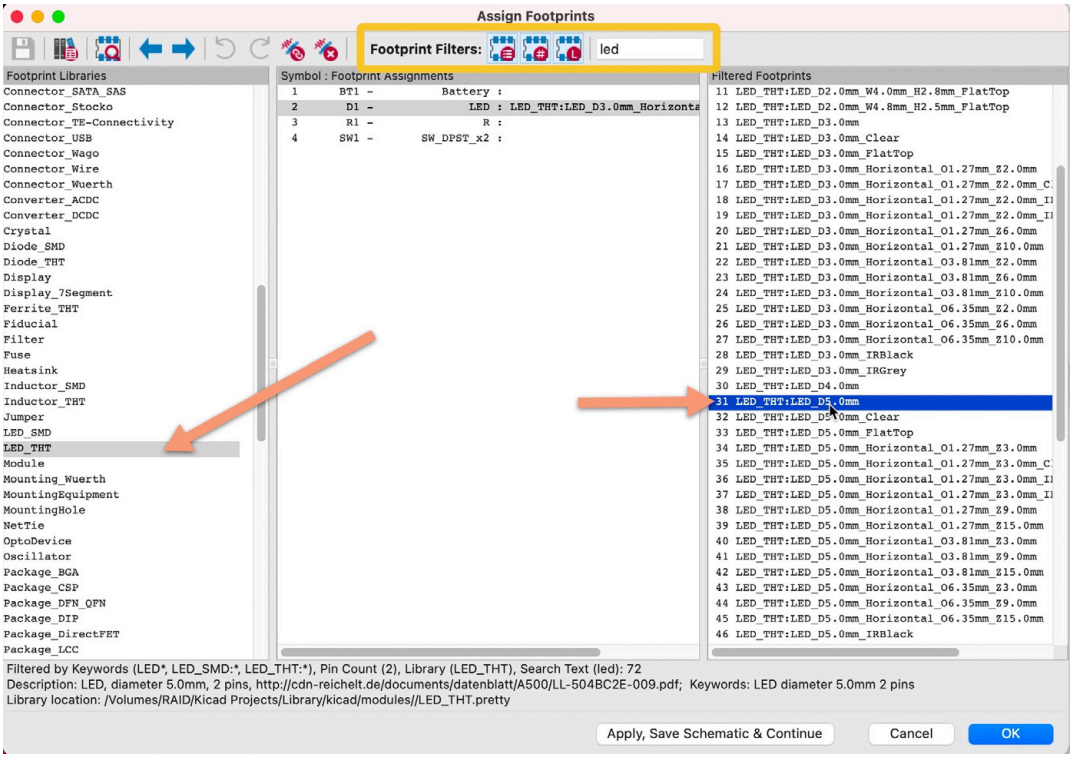

Figure 3.7.10: Making an association.
Let's re-associate the LED symbol to an appropriate footprint. I have enabled all three filters (description, pins, and library) from the top menu bar. I have typed "led" in the search box. In the left library pane (1), I have selected the "LED_THT" library. In the right pane (3), you will see a listing of all footprints in the selected library and match my filter settings (Figure 3.7.10).